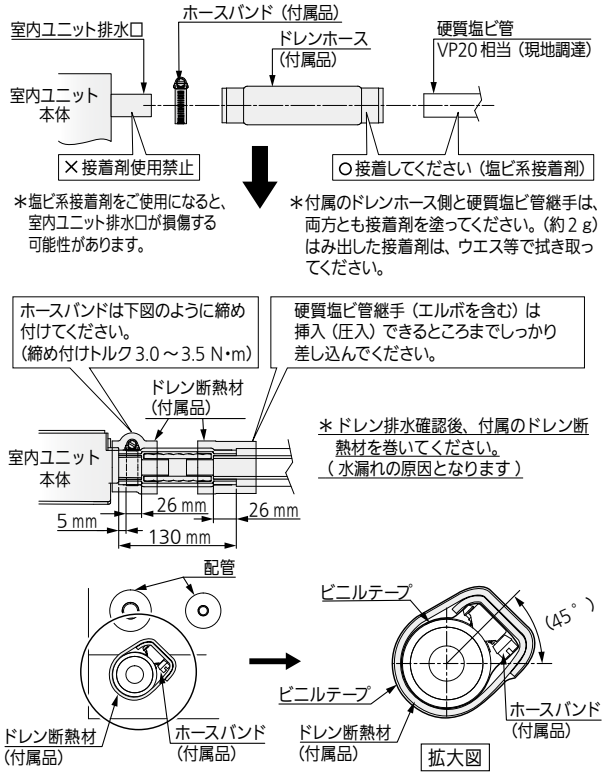

図23
- 図23のようにホースバンドをドレンホースの端から5 ㎜はなしたところにしっかり締め付けてください。
- ホースバンドの固定部が図23のように45°の範囲になるように取り付けホースバンドが広がらないように、ビニルテープを巻いてください。
- ホースバンドに、ドレン断熱材（付属品）のはがれを防ぐために、ビニルテープを巻いてください。（14ページ　図23）
- その上からドレン断熱材（付属品）を隙間のないように巻いてください。（14ページ　図23）